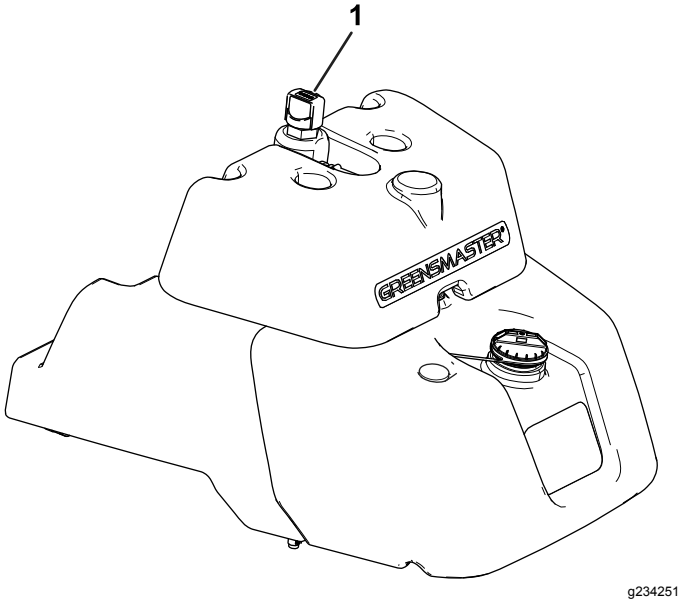

Figuur 43
- Als uw tank niet over een kijkglas beschikt, gebruikt u de peilstok bovenaan de hydraulische hoofdtank (Figuur 43) en gaat u verder met stap 3.